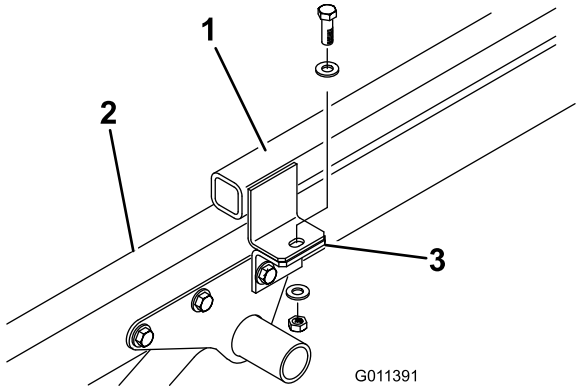

Figur 6
3. Fjern hodeskruen, (2) flate skiver og låsemutter som fester hver tilbehørsbrakett til tappene til koblingsrammen (Figur 6).